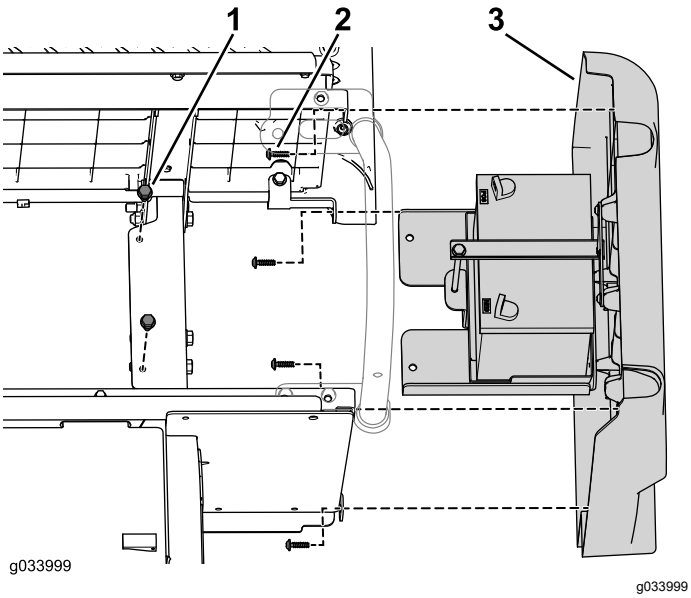

Rysunek 8
8. Odkręć 2 śrub z łbem kołnierzowym mocujące płytę akumulatora do ramy (Rysunek 8).
9. Odkręć 4 śruby mocujące prawy panel boczny do dolnego zespołu fotela (Rysunek 8).
1. Zamocuj prawy panel z wykorzystaniem 4 śrub odkręconych wcześniej (Rysunek 8).
2. Zamocuj płytę akumulatora do ramy z wykorzystaniem 2 śrub z łbem kołnierzowym odkręconych wcześniej (Rysunek 8).